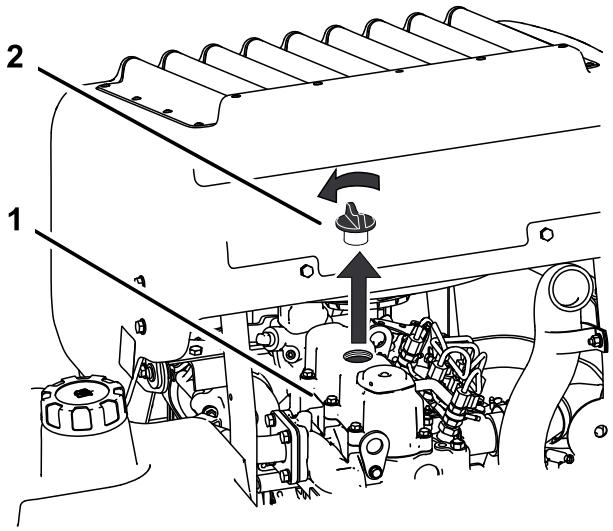

Figur 46
6. Fjern påfyllingslokket oppå motoren (Figur 46). Dette gjør det lettere å tømme ut oljen.
2. Fjern oljelokket, og skru løs peilestaven (Figur 46).